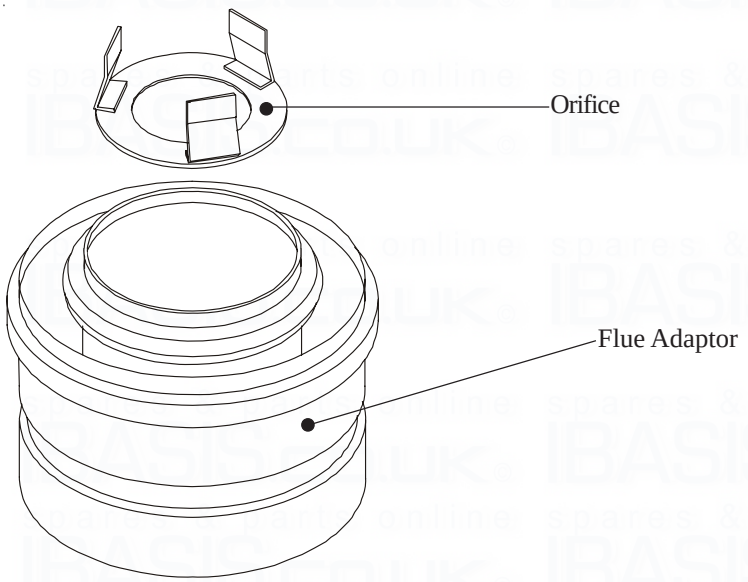

Fig. 3
5.1.9 If a 'short flue' is used, the factory fitted flue orifice MUST be left in place (see Fig.3).